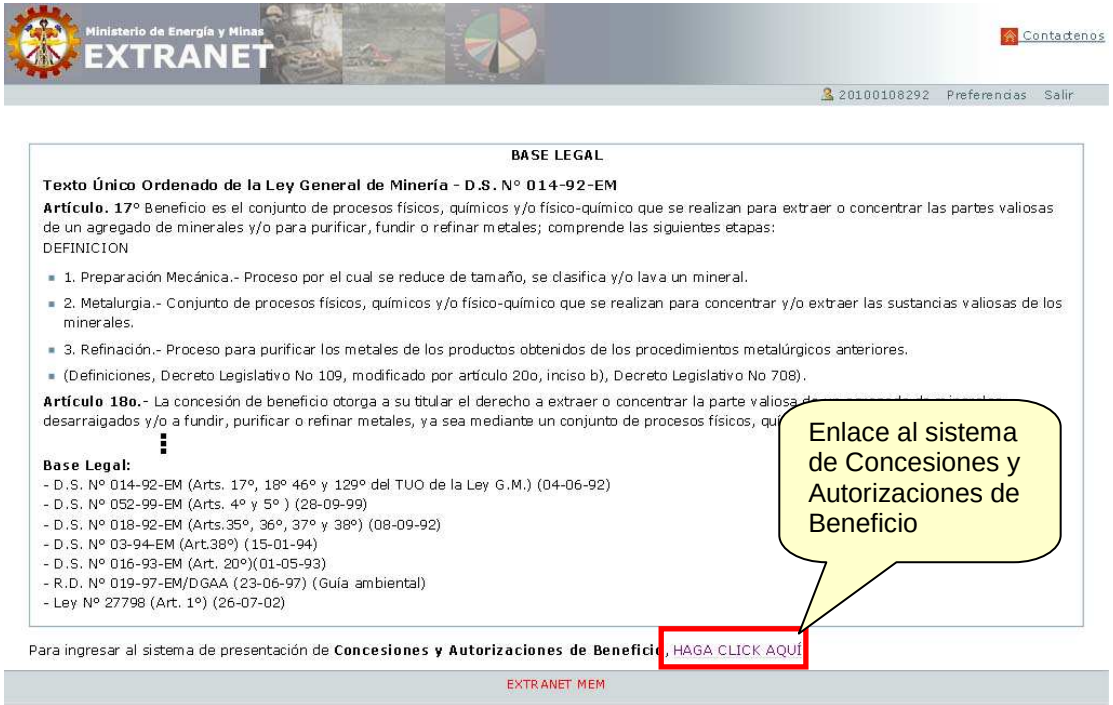

Fig. 3.4 Página de Base Legal de las Concesiones y Autorizaciones de Beneficio.
4. En la página “Base Legal” leerá el marco legal para Concesión de Beneficio. Al final de la página haga clic en “HAGA CLIC AQUÍ” para ingresar al sistema de Concesión y Autorización de Beneficio (Fig. 3.4).